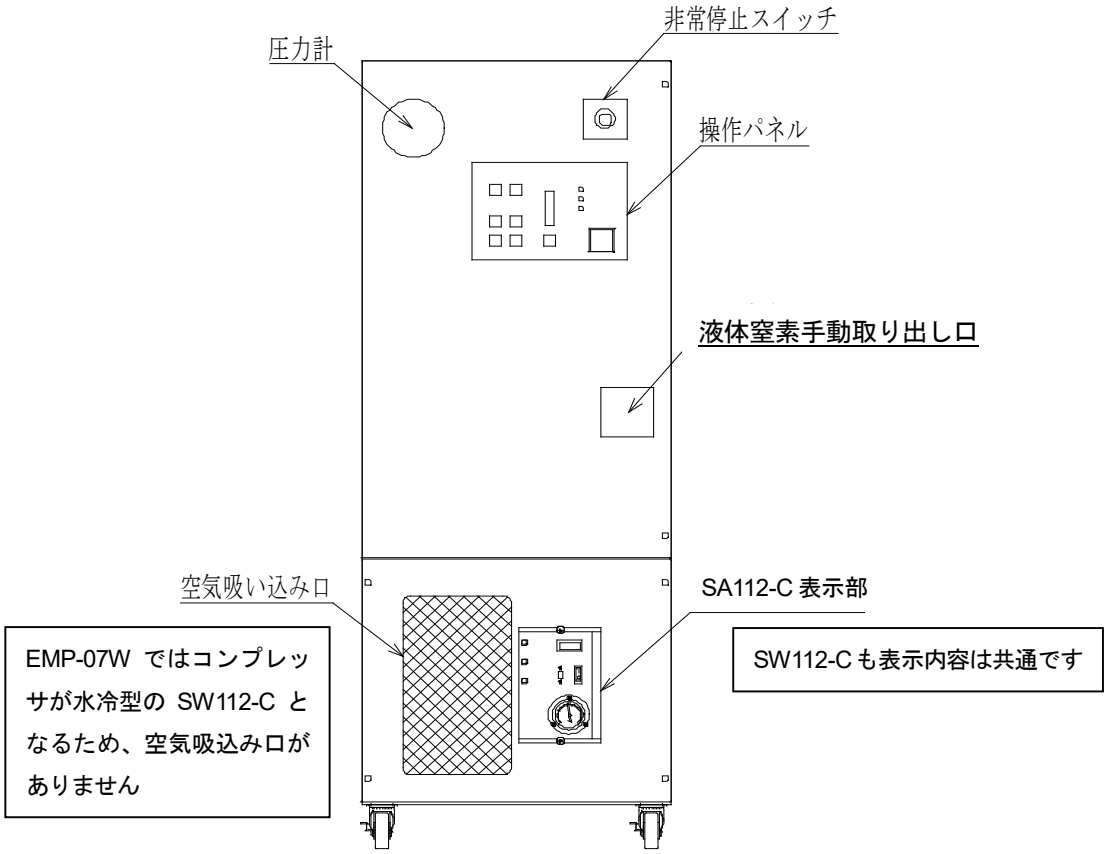

図 2-1　EMP-07A/07W 正面
- 2.1 EMP-07A/07W 正面（図 2-1） ……6
2.1 EMP-07A/07W 正面（図 2-1）